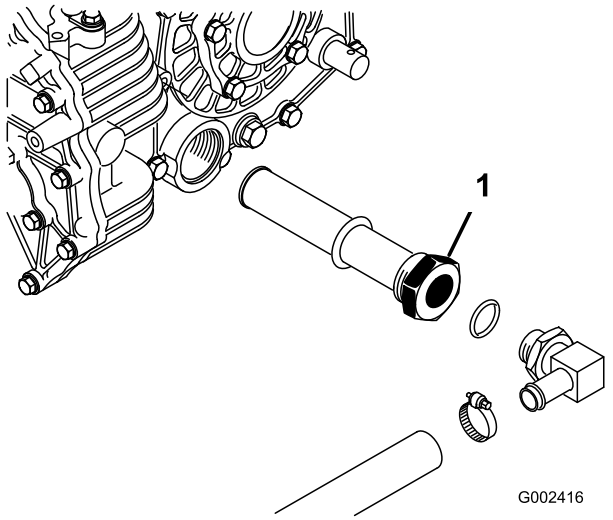

Figura 78
3. Repare na posição da tubagem do hidráulico e no conector de 90° ligado ao filtro de rede do lado do reservatório (Figura 78). Retire o tubo do hidráulico e o conector de 90°.